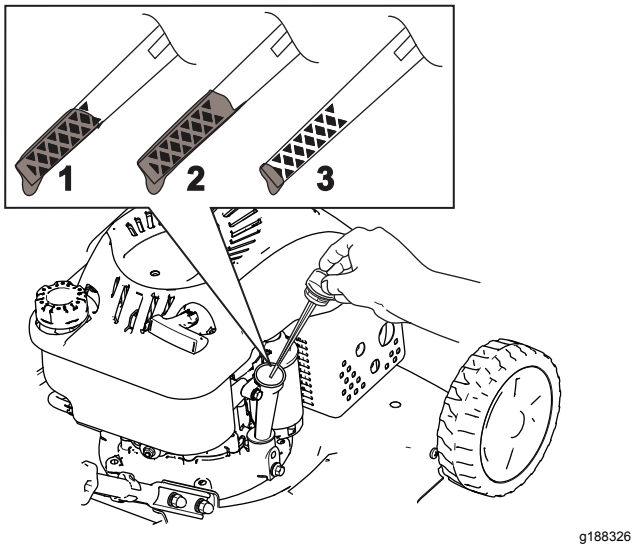

Figuur 11
2. Verwijder de peilstok door de dop linksom te draaien en eruit te trekken (Figuur 11).
5. Lees het oliepeil af van de peilstok (Figuur 11).